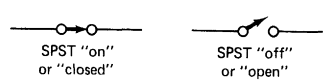

FIGURE 1-1C
3. A single-pole, single-throw (SPST) switch is a device used to allow current to flow when closed, or on, and interrupt the flow of current when open, or off. A switch is used to turn on and turn off the light in a room. The symbols representing the SPST switch in its two conditions, on and off, are illustrated in Fig. 1-1C.